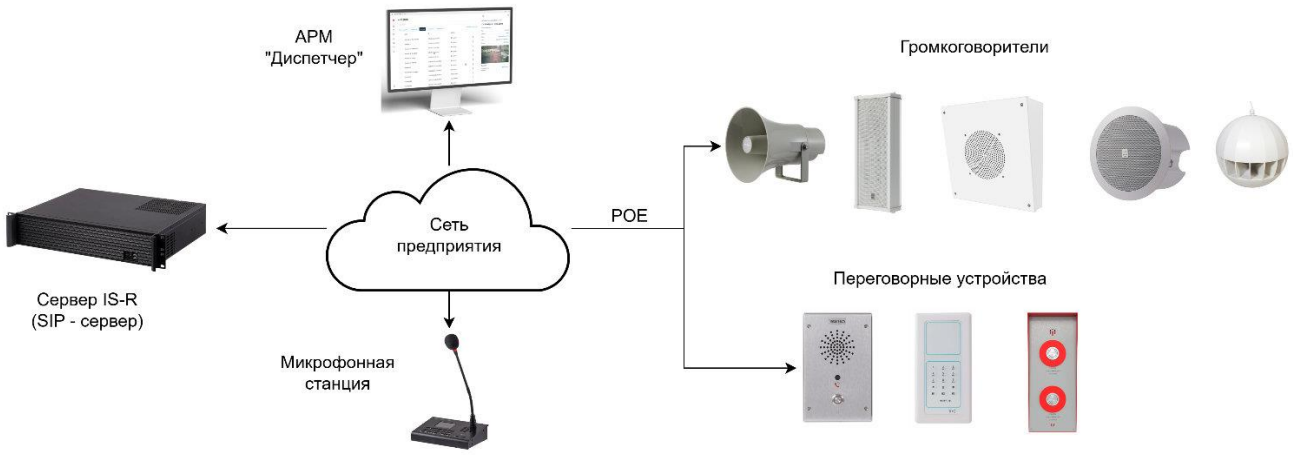

Рисунок 1 – Схема организации связи
1.1.2 Громкоговоритель предназначен для передачи речевой информации, трансляции речевых сообщений и работы в составе специализированных программно-аппаратных комплексов и автоматических телефонных станций, в том числе совместно с серверами серии IS-R (50/150/300), АРМ «Диспетчер» и сетевыми микрофонными станциями серии RMK, рисунок 1.